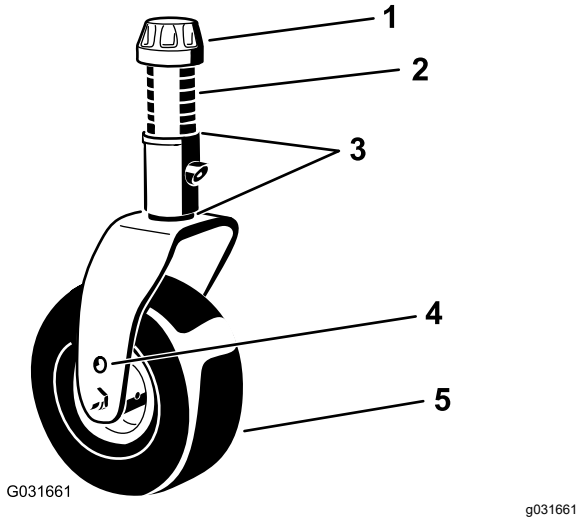

Figuur 19
4. Gebruik de meegeleverde sleutel voor de zwenkwielkap om het klemkapje te verwijderen van de spilas van het zwenkwiel en schuif de zwenkwielas uit de zwenkwielarm (Figuur 19).
7. Plaats de opvulstukken (zoals deze oorspronkelijk zijn geplaatst) en de overige afstandsstukken op de spilas (Figuur 19).
8. Plaats het klemkapje en draai het vast met de meegeleverde sleutel voor de zwenkwielkap om het geheel te borgen (Figuur 19).